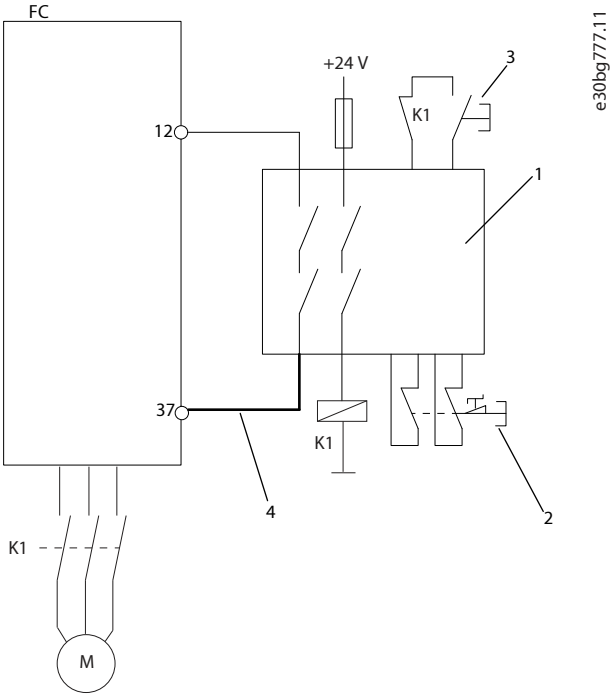

Figure 8: Drive with STO, Safety Relay, and Output Contactor (Category 4, PL e, SIL 3)
For the safety control system to comply with PL e ISO 13849-1 or SIL 3 (EN 62061 and IEC 61508), a 2-channel stop for the STO function is required. One channel can be implemented by the STO input on the drive and the other by a contactor, which may be connected in the drive input or output power circuits. The contactor must be monitored through an auxiliary-guided contact, shown as K1 in Figure 8.
- The cable shown in bold in Figure 8 has to be short-circuit protected according to ISO 13849-2, Table D.4.